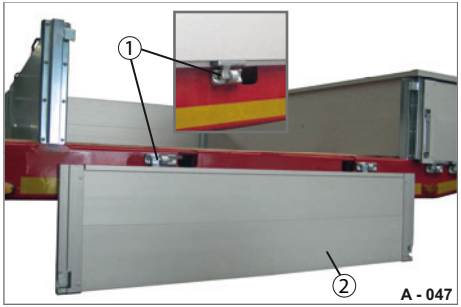

Abb. 48 Bordwand abgeklappt
- ▶ Klappen Sie die Bordwand (Abb. 48/2) beidhändig und kontrolliert ab - nicht herunterfallen lassen.